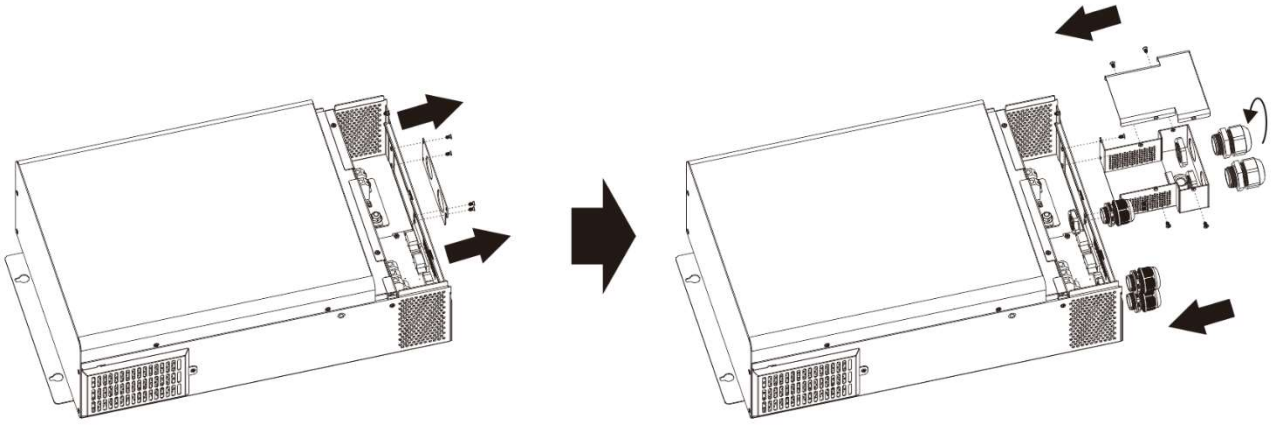

Fig. 3: Instalación de glándulas de cable y caja de extensión de cableado de batería
La instalación de la caja de extensión del cableado de la batería es necesaria para la conformidad UL. Si no se requiere la conformidad UL en su región, es suficiente instalar solo los conectores de cable (**Fig. 3**) que se muestran a continuación.
1. Retire la placa frontal quitando los 4 tornillos **(Fig. 3**, izquierda).
2. Ensamble la caja de extensión del cableado de la batería y móntela en lugar de la placa frontal (**Fig. 3**, derecha) con tornillos.
3. Instale las 5 glándulas de cable incluidos (**Fig. 3**, derecha).